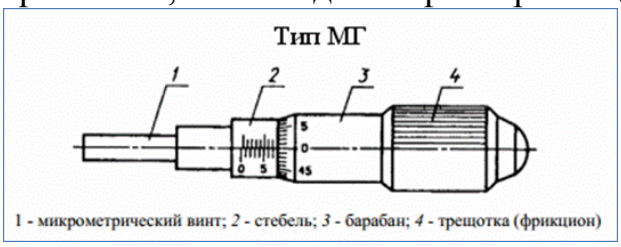

Рисунок6.
6) **Микрометр проволочный МКД (МП)** – используется при измерениях толщины проволоки, а также диаметра шариков (например шариков подшипников) (Рисунок 6).